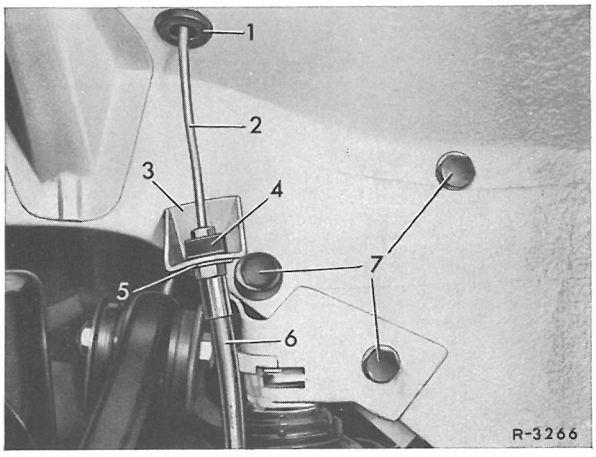

Fig. 42-20/1
Bremseslangerne (6) på forakslen skal være fastgjort sådan på rammebundens holdere (3) at de under ingen omstændigheder kommer i berøring med de øverste tværsvingarme eller dækkene på forhjulene. Frem for alt må det påses, når man tilslutter bremseledningen (2) på bremseslangen, at slangen ikke er vredet. Er bremseslangen monteret med vridninger, må disse rettes ud ved en omstilling af sekskanten i låsepladen (5) (fig. 42-20/1).